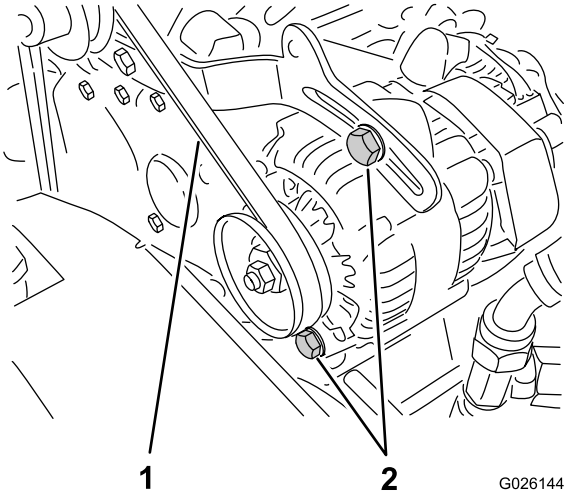

Figura 66
2. Controllate la tensione premendo la cinghia al centro tra le pulegge dell'alternatore e dell'albero motore con una forza di 10 kg (Figura 66).
A. Allentate i 2 bulloni di fissaggio dell'alternatore (Figura 66).
B. Con un piede di porco, ruotate l'alternatore fino a ottenere una tensione della cinghia appropriata, poi serrate i bulloni di fissaggio (Figura 66).